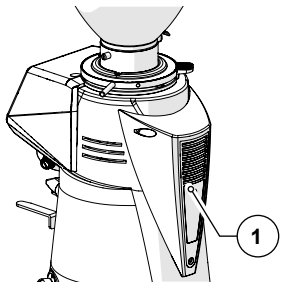

Рис. 3
- **Охлаждающий вентилятор (Рис. 3)**